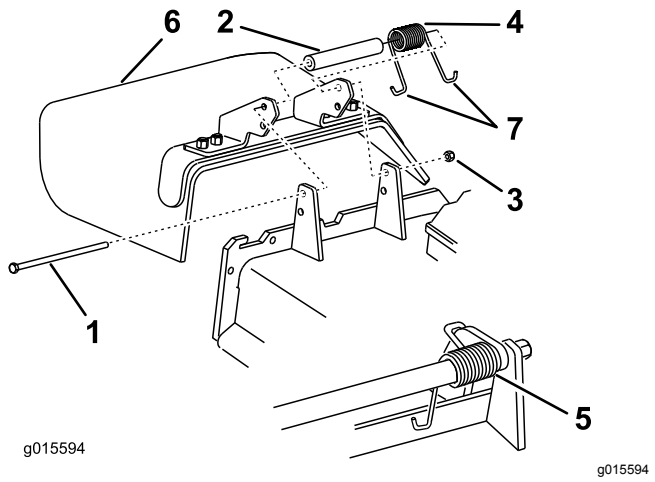

Figuur 109
1. Verwijder de borgmoer, de bout, de veer en het afstandsstuk waarmee de grasgeleider vastzit op de draaibeugels (Figuur 109).
2. Verwijder een beschadigde of versleten grasgeleider (Figuur 109).
Opmerking: Zorg ervoor dat het J-vormige uiteinde van de veer is gemonteerd achter de rand van het maaidek voordat u de bout plaatst zoals wordt aangegeven in Figuur 109.
6. Plaats het J-vormige haakuiteinde van de veer om de grasgeleider (Figuur 109).